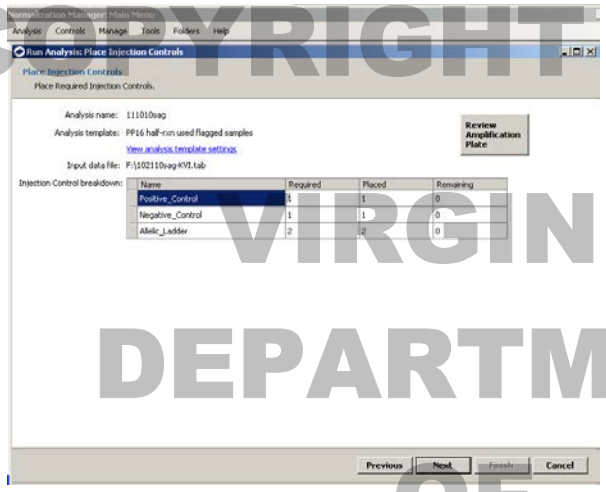

Figure 10. Placing the injection controls.
5.4.11 The next window that will pop up will concern the amplification and injection controls (Figure 10). Only the positive and negative controls will be utilized for this step. The positive, negative and allelic ladder controls require a minimum of one. To place the positive, negative and allelic ladder controls click on the Review Amplification Plate button.